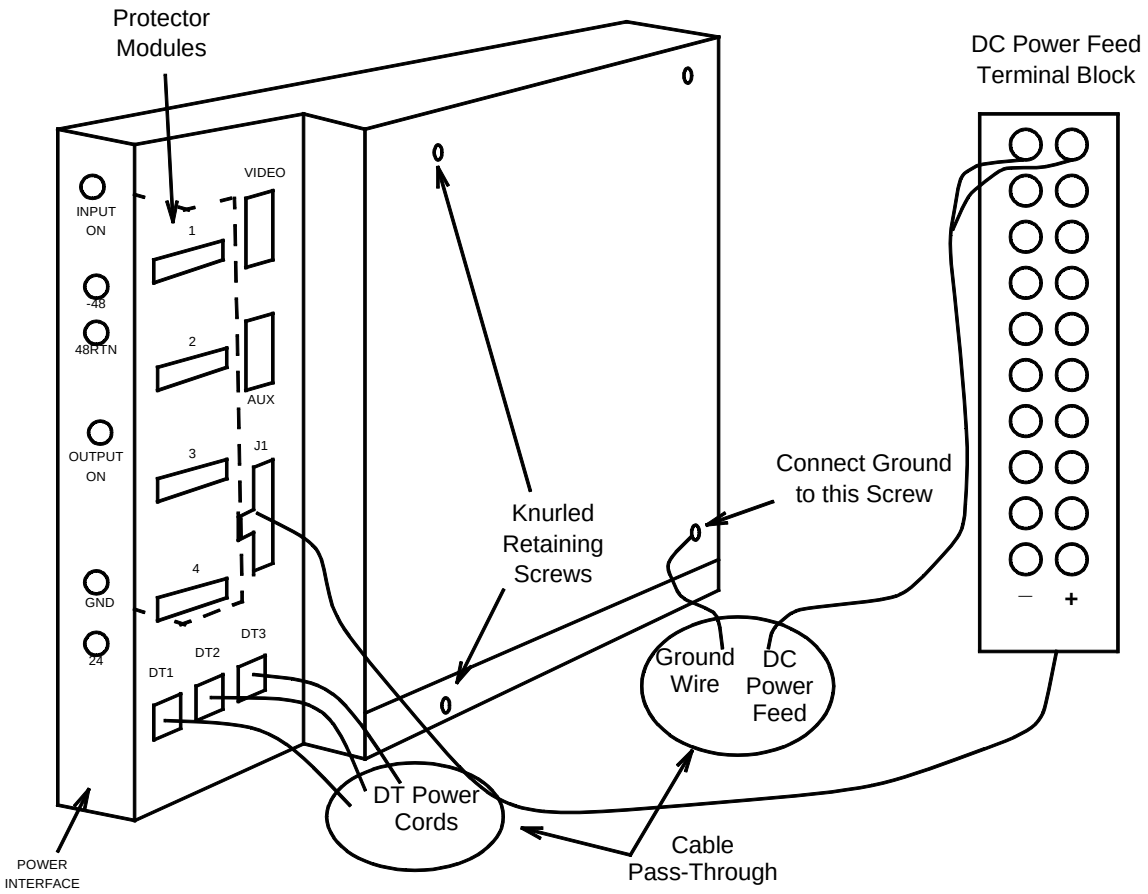

**Figure 4 – DC Power Interface Wiring Connections**
10. Verify the installation of, or install (first connect the ground wire then slide the pack into place and tightening the retaining screws), the DC power interface circuit pack (Figure 4). Ensure the DC power interface retaining screws are tight and the ground wire is attached between one of the screws on the back of the DC power interface circuit pack and the pedestal ground bus.
11. Verify that the DT(s) power cord has been connected to the DC power interface circuit pack (Figure 4).